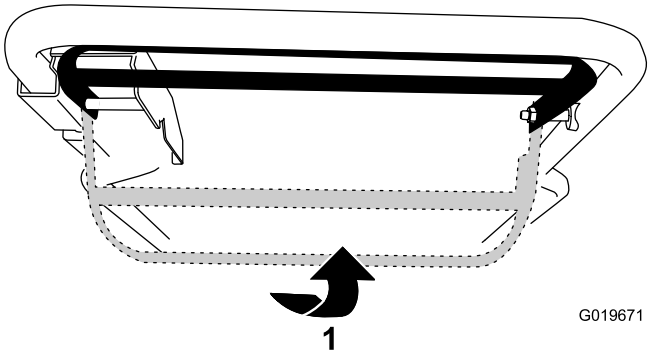

Рисунок 16
- Для включения самоходного привода без включения ножей поднимите штангу управления до уровня рукоятки (Рисунок 16).
- Для включения самоходного привода и ножей сдвиньте штангу управления до упора вправо и поднимите ее до уровня рукоятки (Рисунок 16).